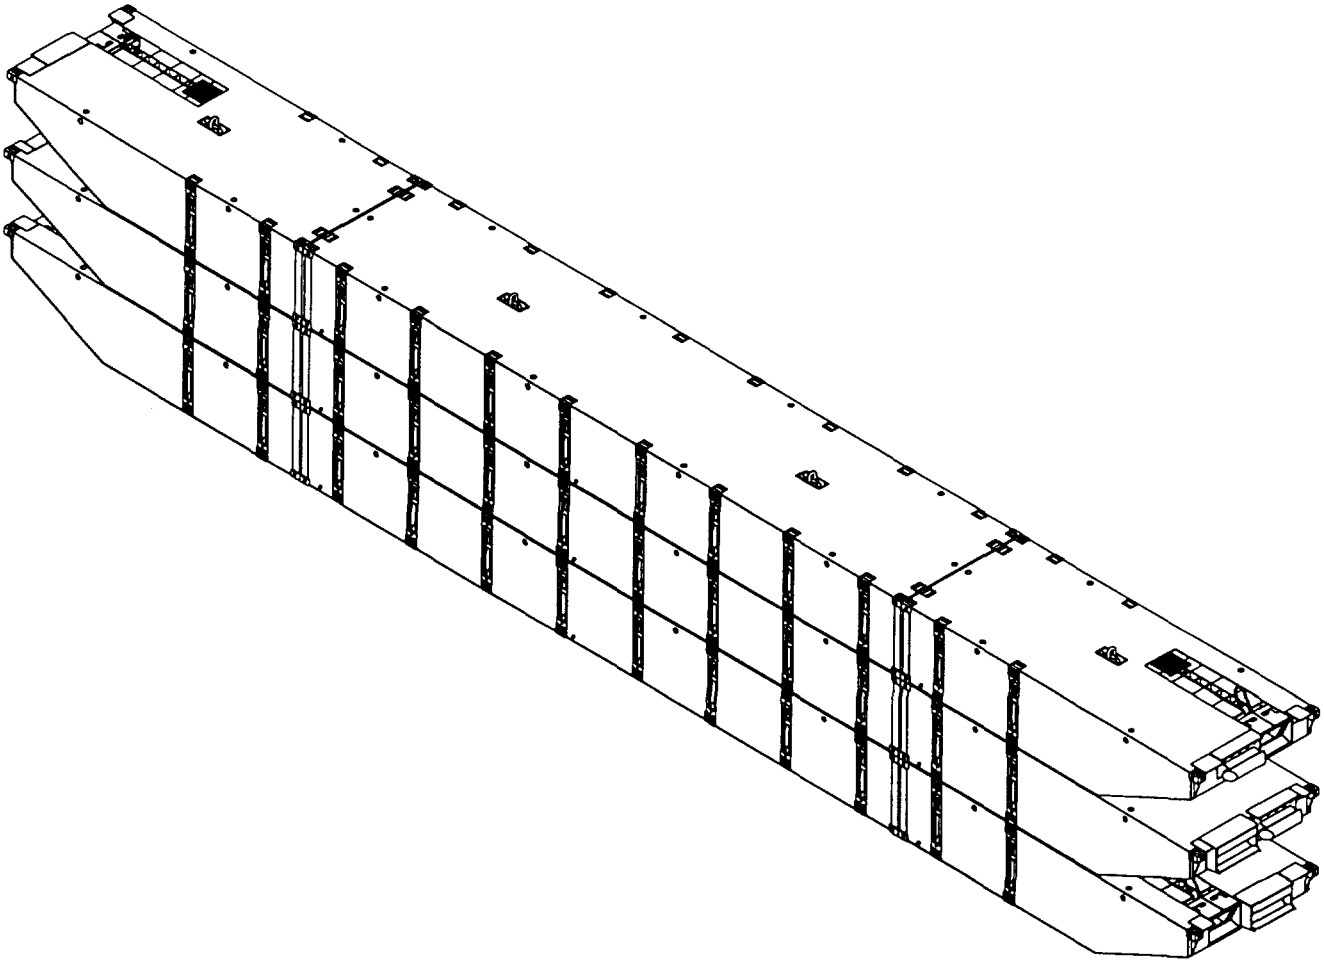
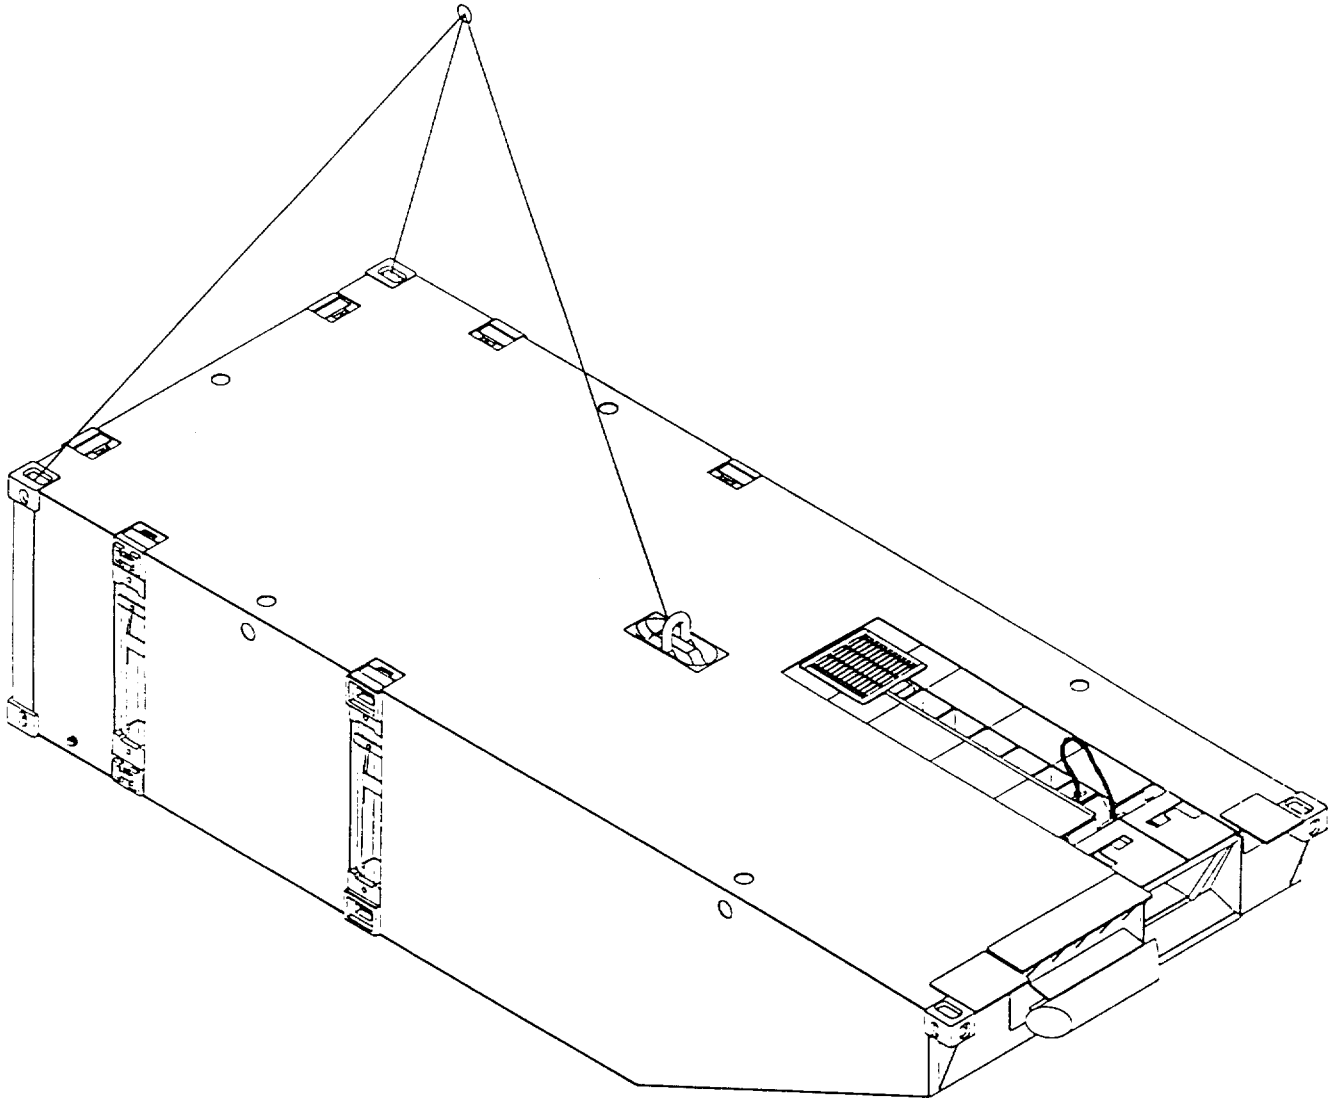

Figure 3-6. MCF Interim Stacking.
Figure 3-7. Lifting MCF End Rakes.
3-6.2 Interim Stacking. Modular Causeway Ferry Sections may be stowed as ISOPAKs when not in use Figure 3-7. If used more frequently, the MCF system can be stacked as 3 strings atop each other as shown in (Figure 3-6). One string is made of a Center Module with both End Rake Modules attached. Interim stacking occupies twice the area and half the height of an ISOPAK. It is recommended that the center string be placed in the middle of the stack to facilitate reassembly. Both methods of stacking are important since they reduce the MCF exposure to the corrosive seawater environment. This results in extending unit service life, reducing maintenance cost and saving of valuable waterfront space and pier facilities.
a. The End Rake utilizes a three-leg bridle with a 1-1/4 inch x 4 inch x 8 inch master link. Center leg: 3/4 inch diameter 6 x 37 IWRC wire rope with thimbles both ends (Figure 3-7). The leg is 6 foot pull to pull with one 11 ton eye hook at the load end.
a. Lift each End Rake Module into position nose-to-nose onto a Center Module using the three point hookup shown in Figure 3-7.